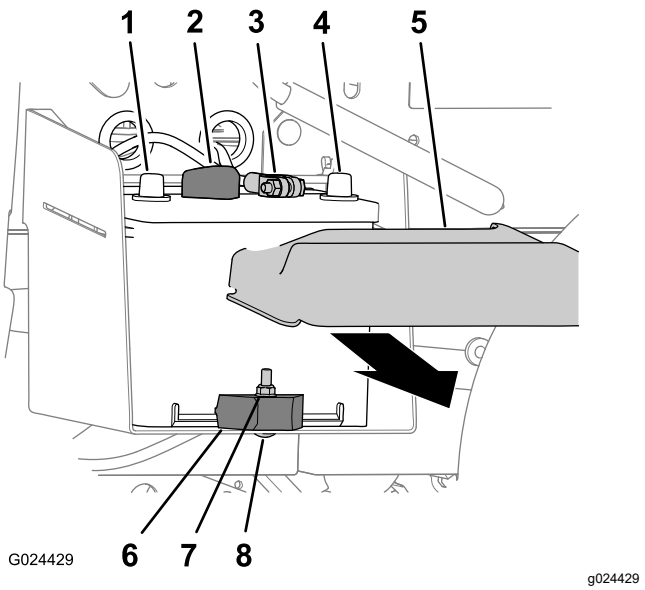

Figur 50
1. Klem på sidene av batteridekslet, og fjern dekslet fra toppen av batteriet (Figur 50).
2. Koble den negative batterikabelen fra batteripolen (Figur 50).
3. Koble den positive batterikabelen fra batteriklemmen (Figur 50).
2. Fjern låsemutteren, låsebolten og batterifestet som fester batteriet til batteriholderen (Figur 50).
3. Fjern batteriet fra batteriholderen (Figur 50).
1. Juster batteriet til batteriholderen i maskinen (Figur 50).
Merk: Pass på at de positive og negative polene til batteriet er stilt inn som vist i Figur 50.
2. Fest batteriet til batteriholderen med batterifestet, låsebolten og låsemutteren (Figur 50).
1. Koble den positive batterikabelen til batteriklemmen (Figur 50).
2. Koble den negative batterikabelen til batteriklemmen (Figur 50).
3. Monter batteridekslet over batteriet (Figur 50).